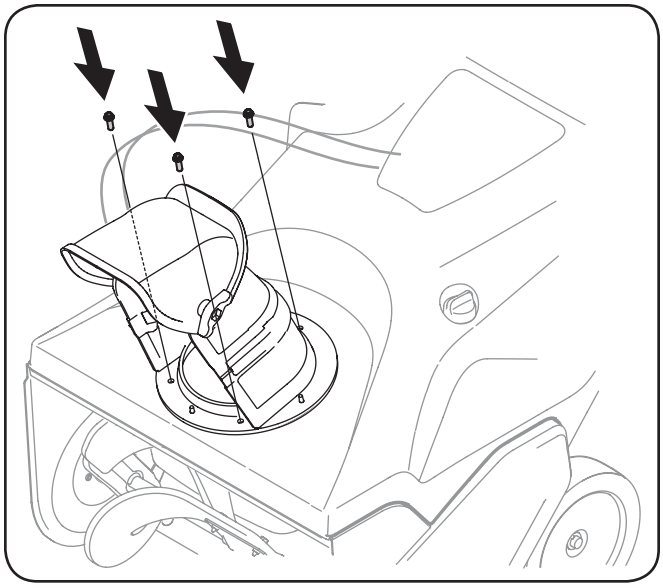

Figure 3-5
2. Alignez les trous de la base de la goulotte avec les trous de la goulotte inférieure et maintenez en place avec les vis à rondelle hex. enlevées précédemment. Voir la Fig. 3-5.